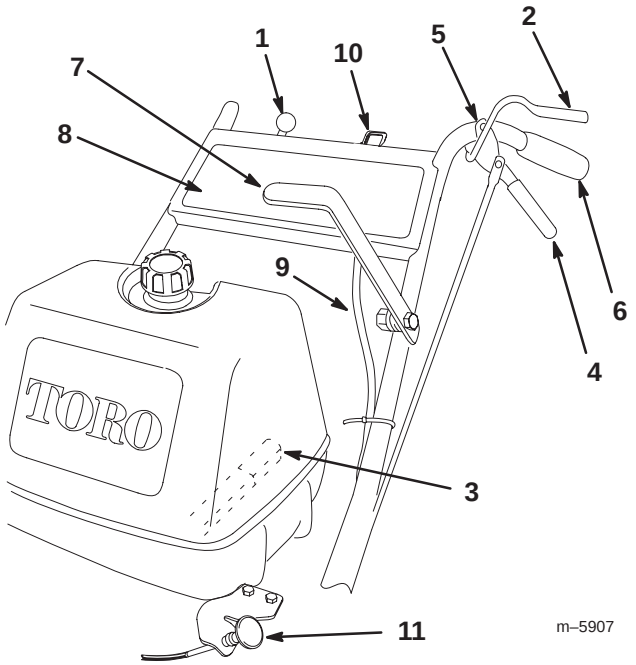

Figure 13
2. Position the throttle control (Fig. 13) 1/4 in. (6 mm) from the upper end of the slot.
Become familiar with all the controls (Fig. 13) before you start the engine and operate the machine.
1. Move the throttle lever to the **Slow** position (Fig. 13).
1. Squeeze the operator presence control (OPC) levers against the handles (Fig. 13).
2. Push the blade control (PTO) lever firmly forward until it latches over the center (Fig. 13).
Pull the blade control (PTO) lever **fully** rearward (Fig. 13).